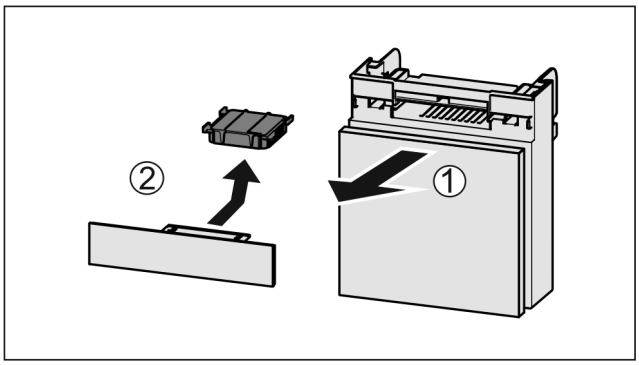

Fig. 88
▶ Вытянуть *Fig. 88 (1)* отделение движением вперед.
▶ Извлечение *Fig. 88 (2)* фильтра с активированным углем.